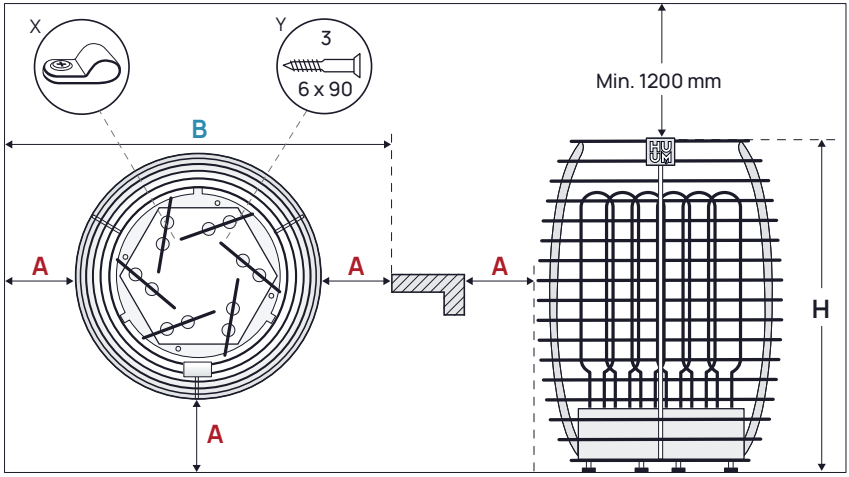

Figure 1. Installation du poêle électrique
- Les distances de sécurité minimales, sont-elles assurées là où le poêle électrique est installé ? (Les distances minimales de sécurité jusqu'aux murs et plafond de salle de sauna, à respecter lors du montage du poêle électrique, sont indiquées dans le **Tableau 1** et sur la **Figure 1.**)